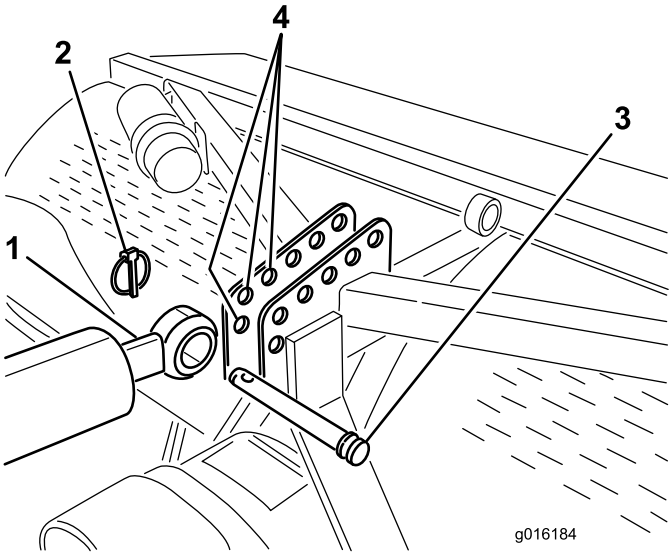
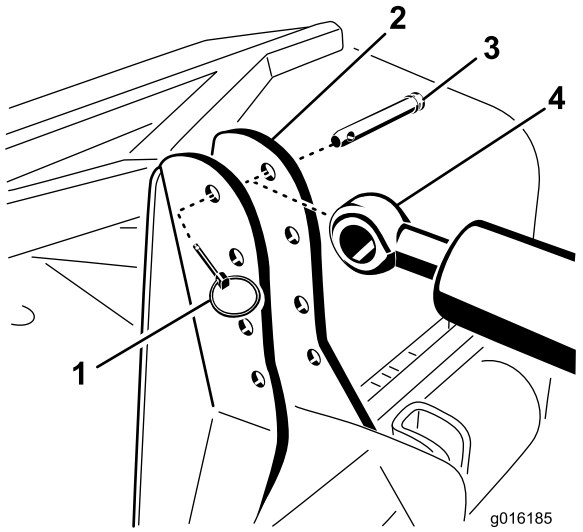
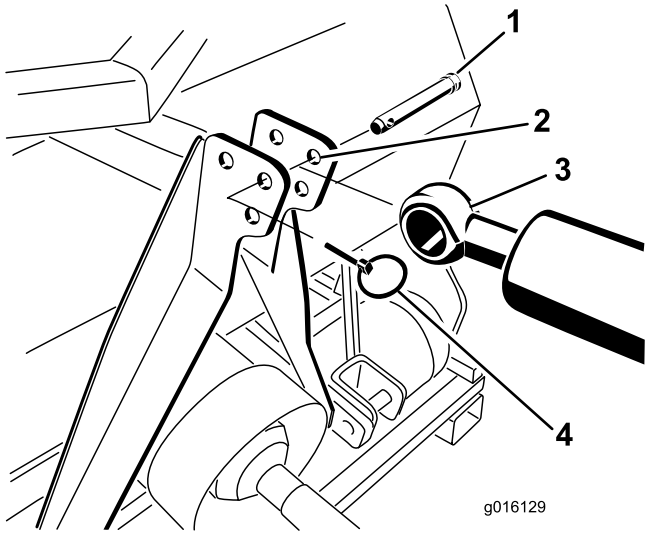

Figuur 6
Figuur 7
Figuur 8
7. Bevestig het uiteinde met de stang van de hydraulische bovenste schakel zo ver mogelijk vooraan in een opening van de beugel van de beluchter met de draaipen en de lynchpen (Figuur 6, Figuur 7 of Figuur 8).